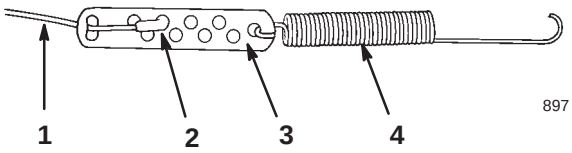

Figure 5
2. Hook the spring into the round hole at the end of the cable adjuster (Fig. 5).
3. Secure the end of the cable to the cable adjuster as illustrated in Figure 5.